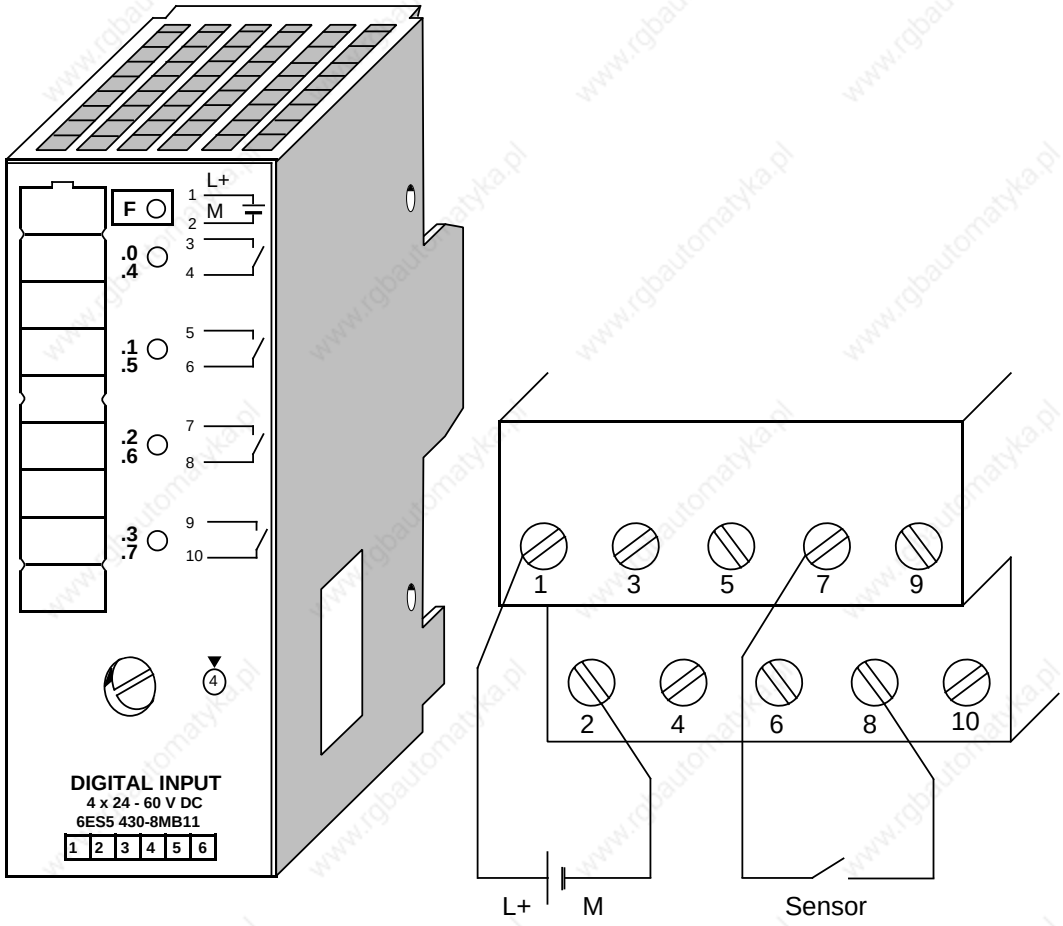

**Figure 3-12. Two-Wire Connection of a Sensor to Channel 2**
**Example:** Connecting a sensor to channel 2 (address I 3.2) on the input module in slot 3 (see Figure 3-12)